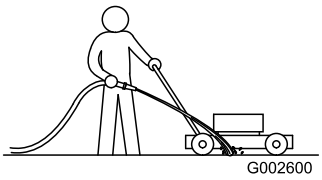

Rysunek 26
1. Przy pracującym silniku na płaskiej utwardzonej powierzchni skieruj strumień wody na przód prawego tylnego koła (Rysunek 26).
1. Obróć uchwyt do przodu (rysunek 26).